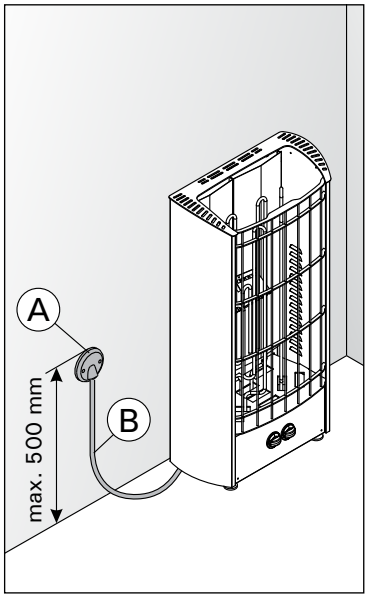

Рисунок 7. Кабели
- Каменка гибким проводом подсоединяется к соединительной коробке (рис. 7: A) на стене сауны. Соединительная коробка должна быть брызгозащищенной и находиться на расстоянии не более 500 мм от пола.
- В качестве кабеля (рис. 7: B) следует использовать резиновый кабель типа HO7RN-F или подобный. **ВНИМАНИЕ! Использование кабеля с ПВХ-изоляцией запрещено вследствие его разрушения под воздействием тепла.**